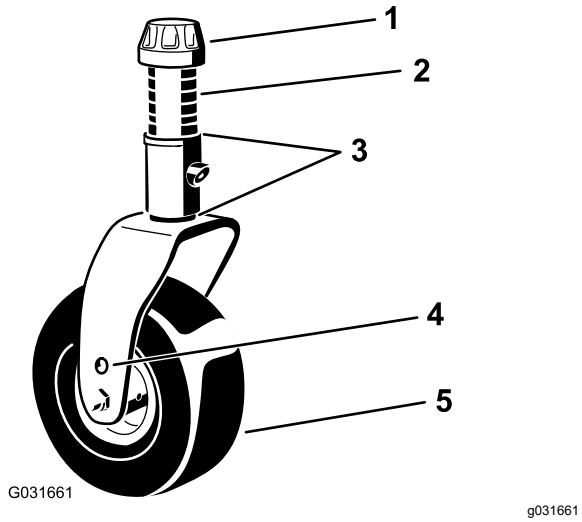

Figuur 23
4. Gebruik de meegeleverde sleutel voor de zwenkwielkap om het klemkapje te verwijderen van de spilas van het zwenkwiel en schuif de zwenkwielas uit de zwenkwielarm (Figuur 23).